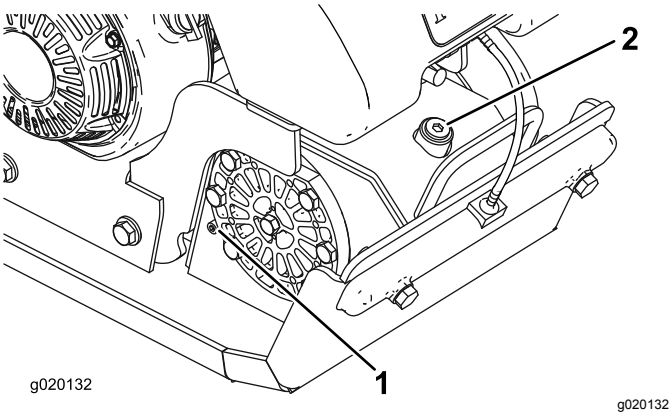

**Figure 23**
2. Place a drain pan under the oil plug and remove the oil-plug screw on the side of the eccentric housing (Figure 23).
2. Place an oil drain pan under the oil plug and remove the fill plug and the oil plug screw (Figure 23).
3. Tip the plate compactor forward slightly and use a suction gun to remove the oil through the filler hole (Figure 23).
4. Slowly pour oil into the filler hole until the oil comes out the oil plug (Figure 23).